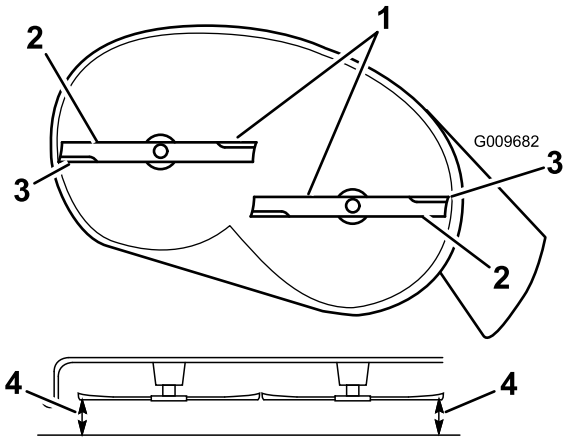
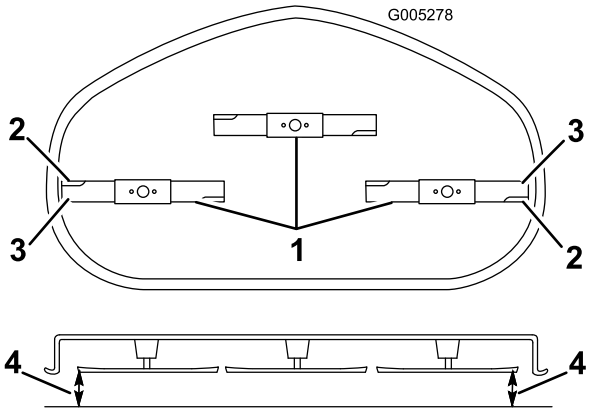

Figuur 60
Figuur 61
4. Draai het mes/de messen voorzichtig zodat ze zij aan zij staan (Figuur 60 en Figuur 61).
5. Meet tussen de buitenste snijranden en het platte oppervlak (Figuur 60 en Figuur 61). Als het verschil tussen de afstanden groter is dan 5 mm is bijstelling noodzakelijk; ga verder met de rest van deze procedure.